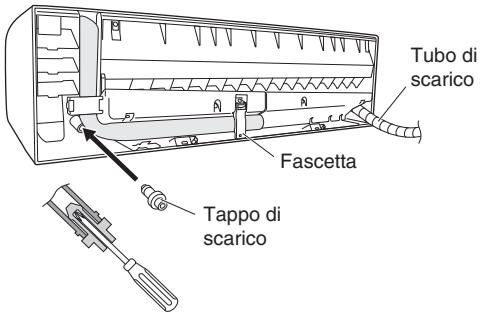

Fig. 3-30
(d) Reinstallare il tubo di scarico sul lato sinistro e il tappo di scarico su quello destro. (Fig. 3-30)
(3) Installare l'unità interna sul pannello posteriore.
(4) Collegare i tubi e i cavi provenienti dall'esterno.
(5) Dopo avere verificato con una prova di tenuta l'assenza di perdite fasciare tra loro i tubi con del nastro rinforzato e sistemarli bene nell'apposito spazio dietro l'unità interna bloccandoli con le apposite fascette. (Figs. 3-30 e 3-32)